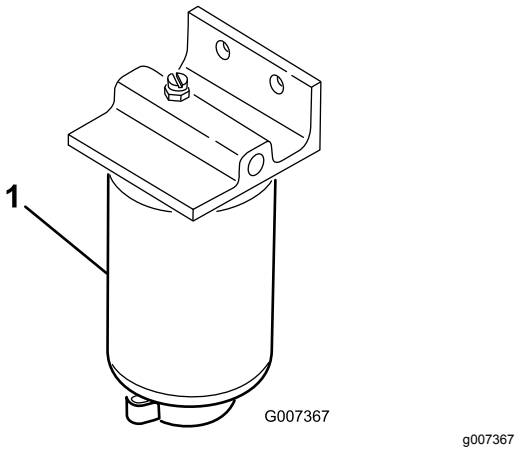

Figuur 49
Verwijder dagelijks het water of ander vuil uit de waterafscheider (Figuur 49).
2. Draai de aftapplug onder de filterbus los (Figuur 49).